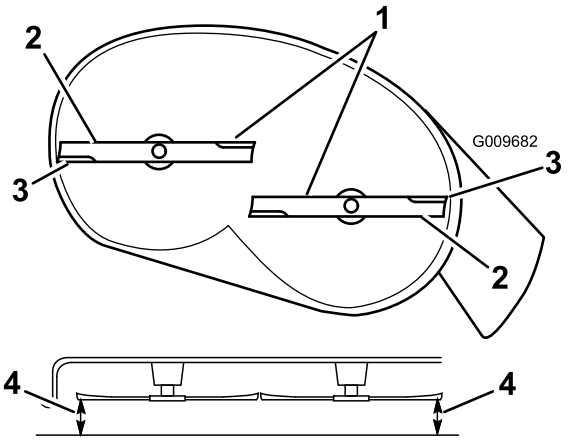

Figure 54
5. Carefully rotate the blade(s) side to side (Figure 54). Measure between the outside cutting edges and the flat surface (Figure 54). If both measurements are not within 5 mm (3/16 inch), an adjustment is required; continue with this procedure.